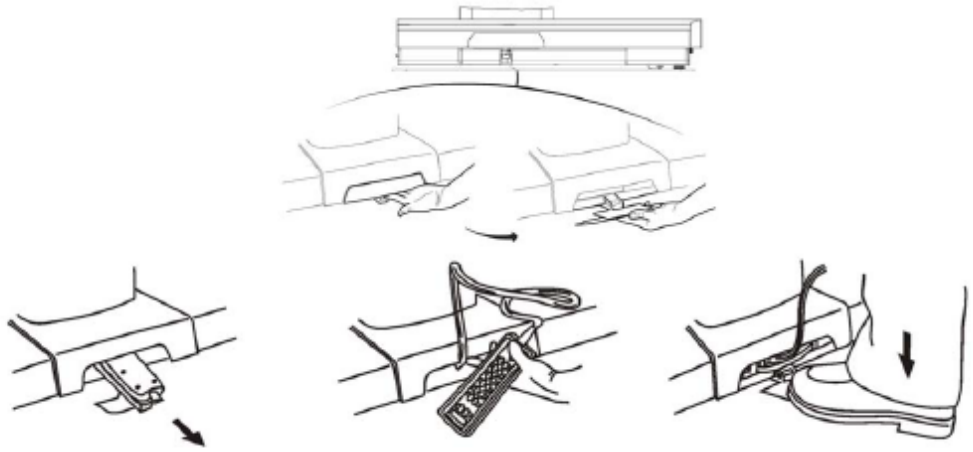

Figure 5-5. Backup (Override) Control System
To operate system, proceed as follows (see *Figure 5-5*):
3. **When a SLIDE pushbutton is pressed, the green LED (see *Figure 5-5*) next to the word CAUTION should light indicating system is active.**
When situation has been corrected and normal Surgical Table operation is available, replace Backup Control System as follows (see *Figure 5-5*):